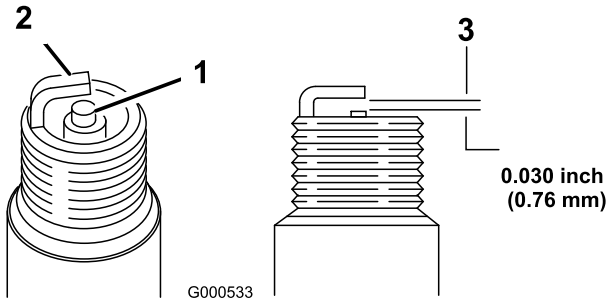

Figur 35
11. Indstil afstanden til tændrøret til 0,76 mm (Figur 35).